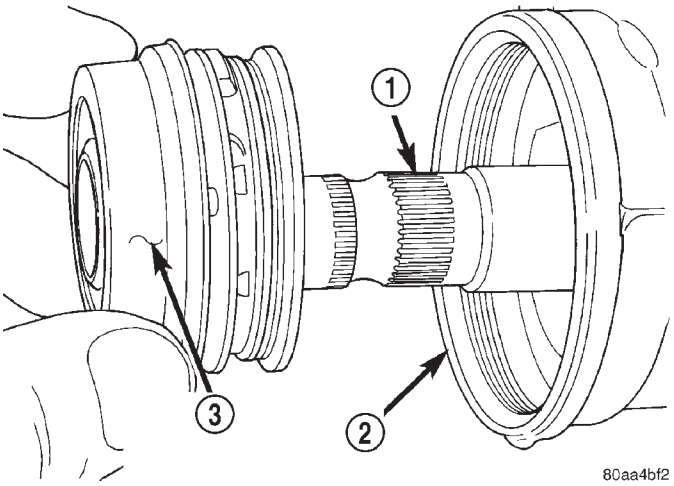

Fig. 25 Thrust Support Assembly
(3) Remove thrust support assembly out of the housing (Fig. 25).